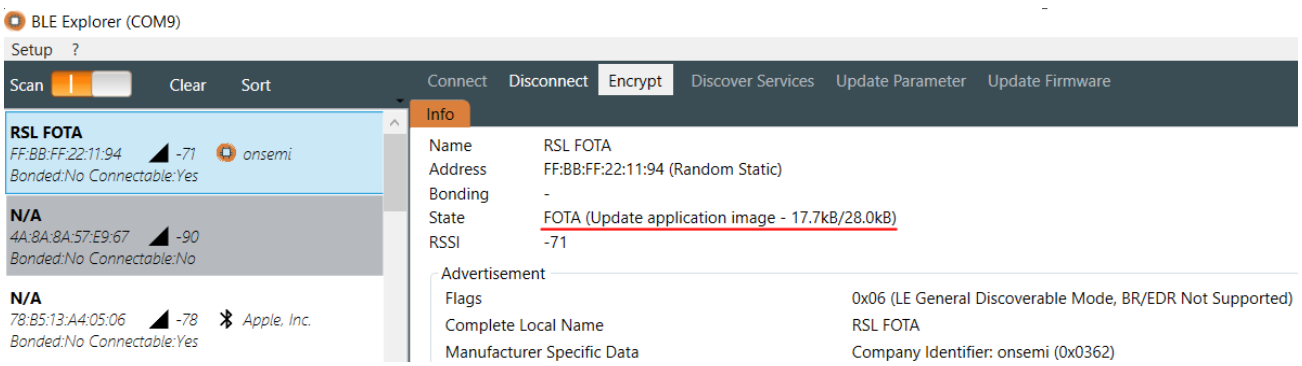

**Figure 10. Updating Firmware**
3. Once the FOTA firmware image file is selected, it starts updating the firmware, as shown in the "Updating Firmware" figure (Figure 10).